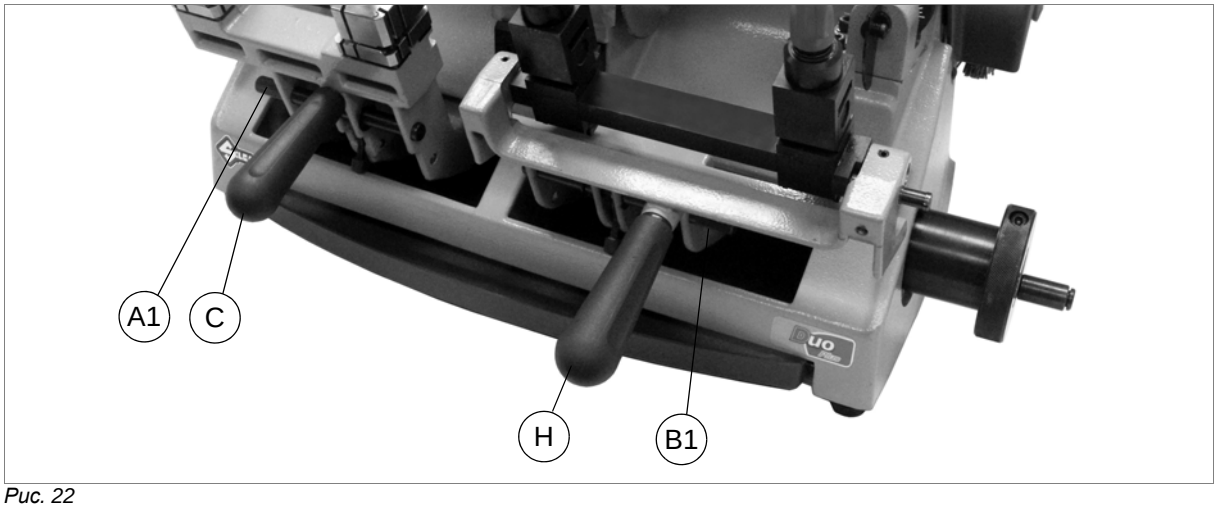

Рис. 22
- поверните штифт для фиксации/разблокировки каретки вправо (A1 или B1) (рис. 22).